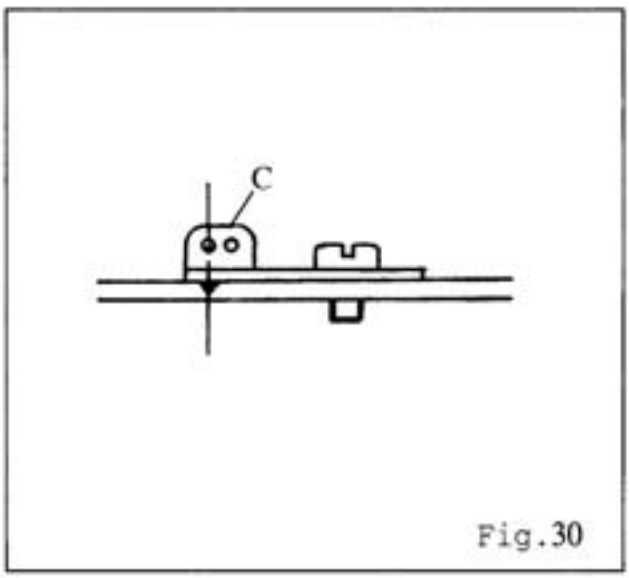

Fig.30
2. 当线穿过勾针底线控制钮及勾针控线组中的导线片(B、C)时要呈一直线，且导线片(B、C)前端的穿线孔要位于控线组的中央，并对准刻痕。（图30）
2. When the thread through the Looper Thread Tension Knob and two Thread Eyelet (B.C) in a line, the front thread hole of Looper Thread Eyelet(B.C) locate at middle of channel and align with the nick. (Fig 30)